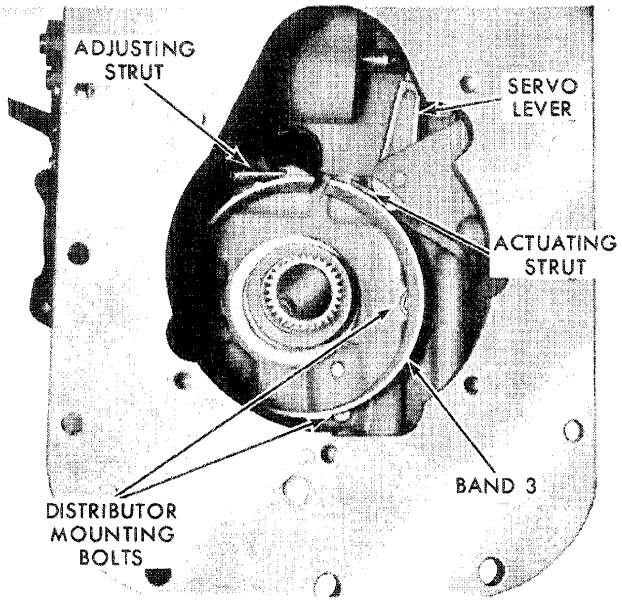

Figure 71
8. Manually compress No. 3 band and remove the adjusting strut, actuating strut and the band. See Figure 71.
11. Loosen the four distributor mounting bolts shown in Figure 71, and remove the two servo tubes from the distributor (but not from the transmission case), by twisting and pulling at the same time as shown in the Insert, Figure, 72.
18. Install band 3 adjusting screw and secure band 3 in position with the depression in the band end toward the adjusting screw. Join the band to the screw with the adjusting strut and to the servo lever with the actuating strut. See Figure 71.